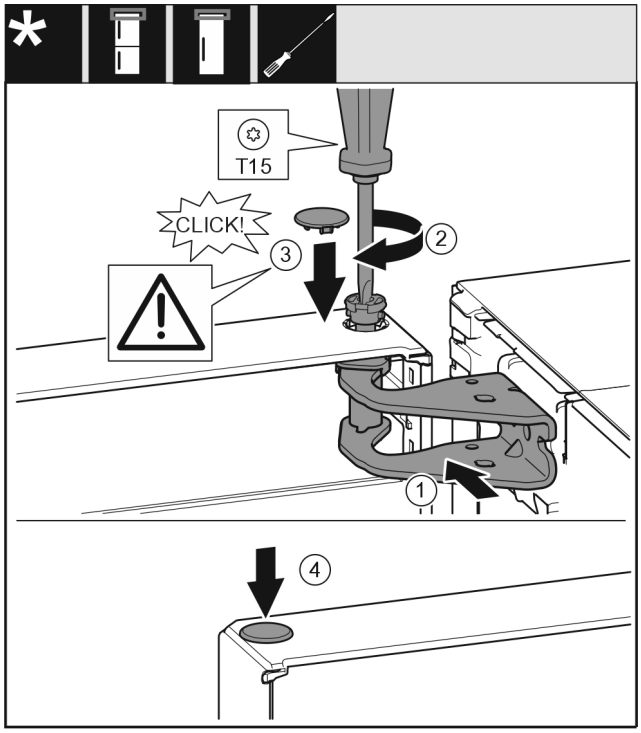

Fig. 19
- ▶ Выровняйте дверь вверху по отверстию в опорном кронштейне. *Fig. 19 (1)*
- ▶ Вставьте палец и затяните отверткой T15. *Fig. 19 (2)*
- ▶ Установите предохранительную крышку для защиты двери: Вставьте предохранительную крышку и проверьте, прилегает ли она к двери. В ином случае вставьте палец полностью. *Fig. 19 (3)*
- ▶ Вставьте заглушку. *Fig. 19 (4)*